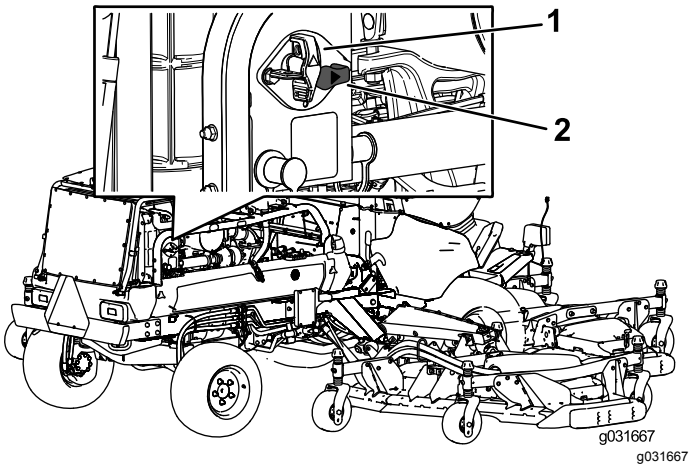

Figuur 80
- Om de machine van elektrische stroom te voorzien, draait u de afkoppelschakelaar van de accu rechtsom naar de stand AAN (Figuur 80).
- Om de elektriciteitsvoorziening van de machine uit te schakelen, draait u de afkoppelschakelaar van de accu linksom naar de stand UIT (Figuur 80).